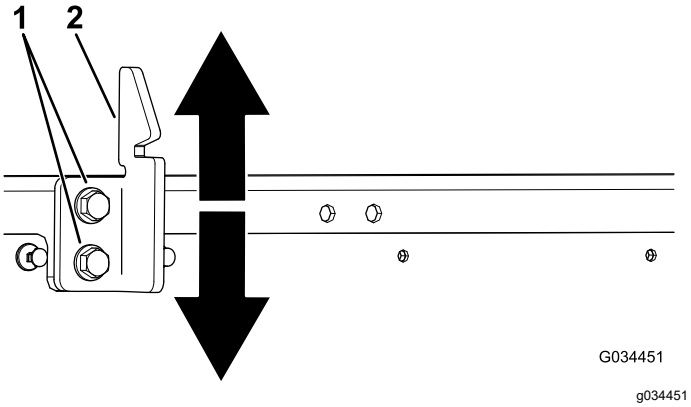

Figuur 52
3. Zet de 2 bouten op het stootvlak van de laadbakgrendel los en zet het stootvlak zoals vereist naar boven of naar beneden (Figuur 52).
4. Draai de 2 bouten van het stootvlak van de laadbakgrendel vast (Figuur 52).